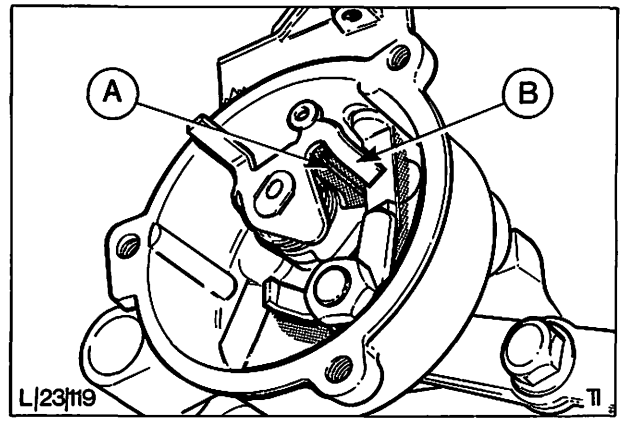

Abb. 145 Abstand zwischen Dämpfungsfeder und Starterklappenhebel korrigieren
7. Abstand zwischen der Dämpfungsfeder „A" und dem Starterklappenhebel „B" in Abb. 145 prüfen und durch Verbiegen der Dämpfungsfeder korrigieren.